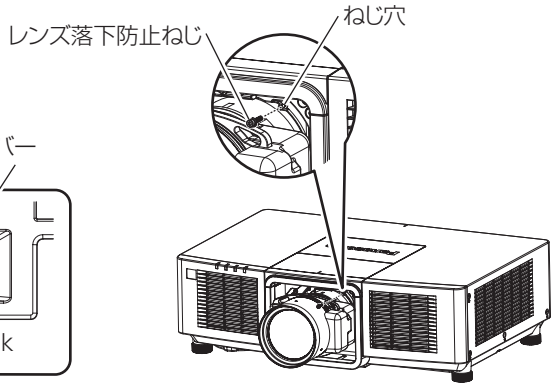

図6
6) **付属のレンズ落下防止ねじで、投写レンズを固定する（図 6）**